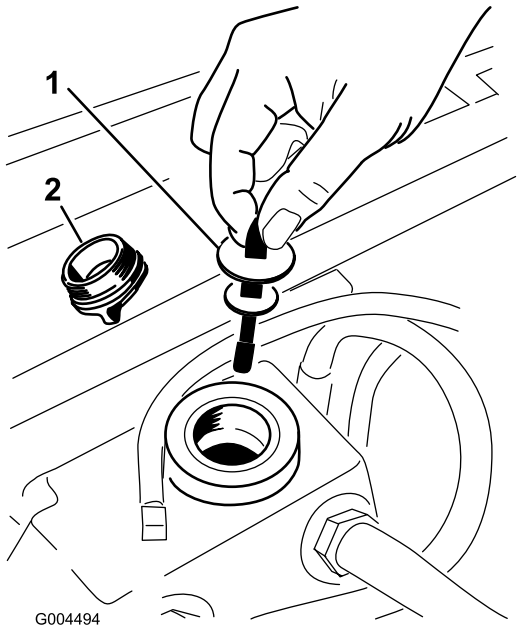

Figuur 68
3. Verwijder de dop van de hydraulische tank (Figuur 68) van de vulbuis.
4. Verwijder de peilstok en veeg deze af met een schone doek (Figuur 68).
5. Steek de peilstok in de vulbuis, haal hem er vervolgens weer uit en controleer het vloeistofpeil (Figuur 68).